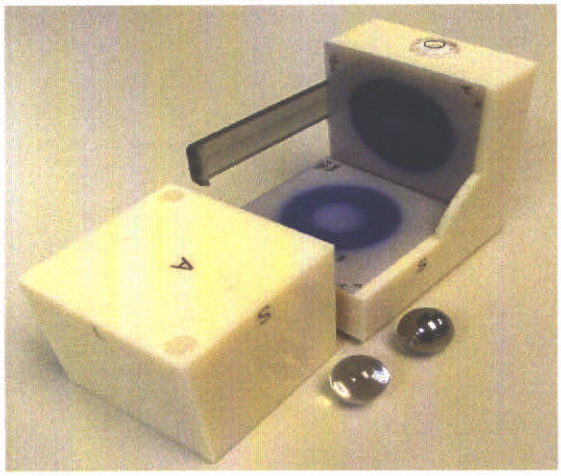

Figure 5-12 Remove Shadow Phantom
13. Remove the shadow phantom from the table (*Figure 5-12 Remove Shadow Phantom, page 18*) and confirm that the films are labeled correctly.